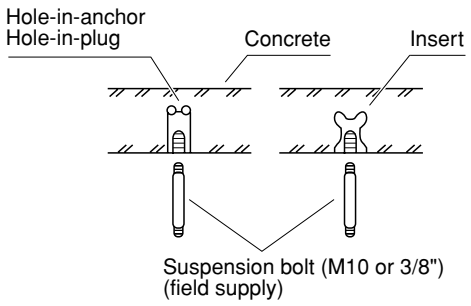

**Fig. 3-58**
- Insert suspension bolts as shown in Fig. 3-58
(2) Screw in the suspension bolts allowing them to protrude from the ceiling as shown in Fig. 3-58. (Cut the ceiling material, if necessary.)